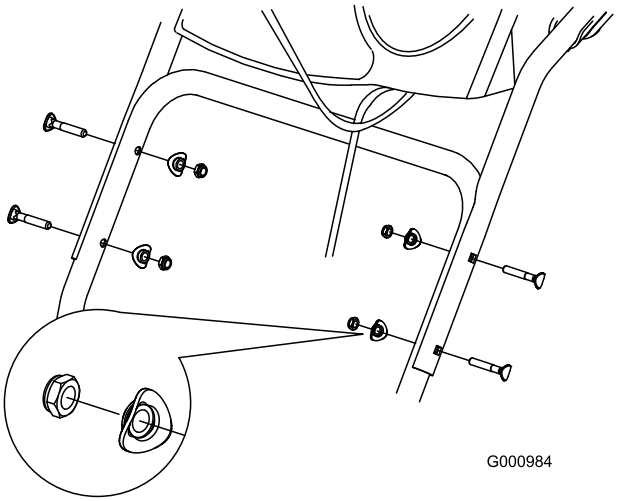

Figura 4
2. Fissate il gruppo stegola superiore con i quattro bulloni appositi, quattro rondelle curve e quattro dadi di bloccaggio a corredo nel sacchetto delle parti sciolte (Figura 4).